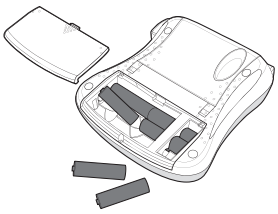

Rysunek 2
1. Odsuń pokrywę przegródki baterii. Zobacz: Rysunek 2.